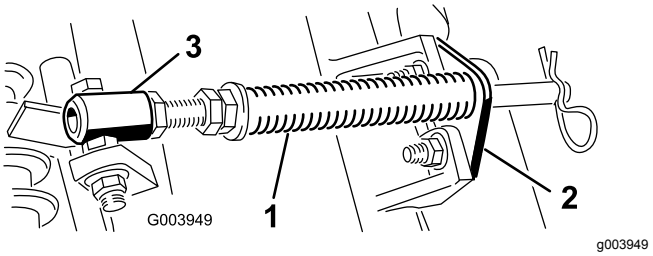

**Figur 4**
A. Demontera de två vagnskruvar och muttrar som håller fast stångbeslaget på klippenhetens flikar (Figur 4).
B. Demontera den flänsmutter som håller fast fjäderrörets bult på bärramens flik (Figur 4). Ta bort enheten.